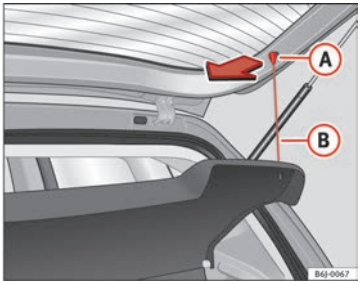

Fig. 89 Rear shelf
– Unhook the loops ⇒ fig. 89 (B) from housings (A)